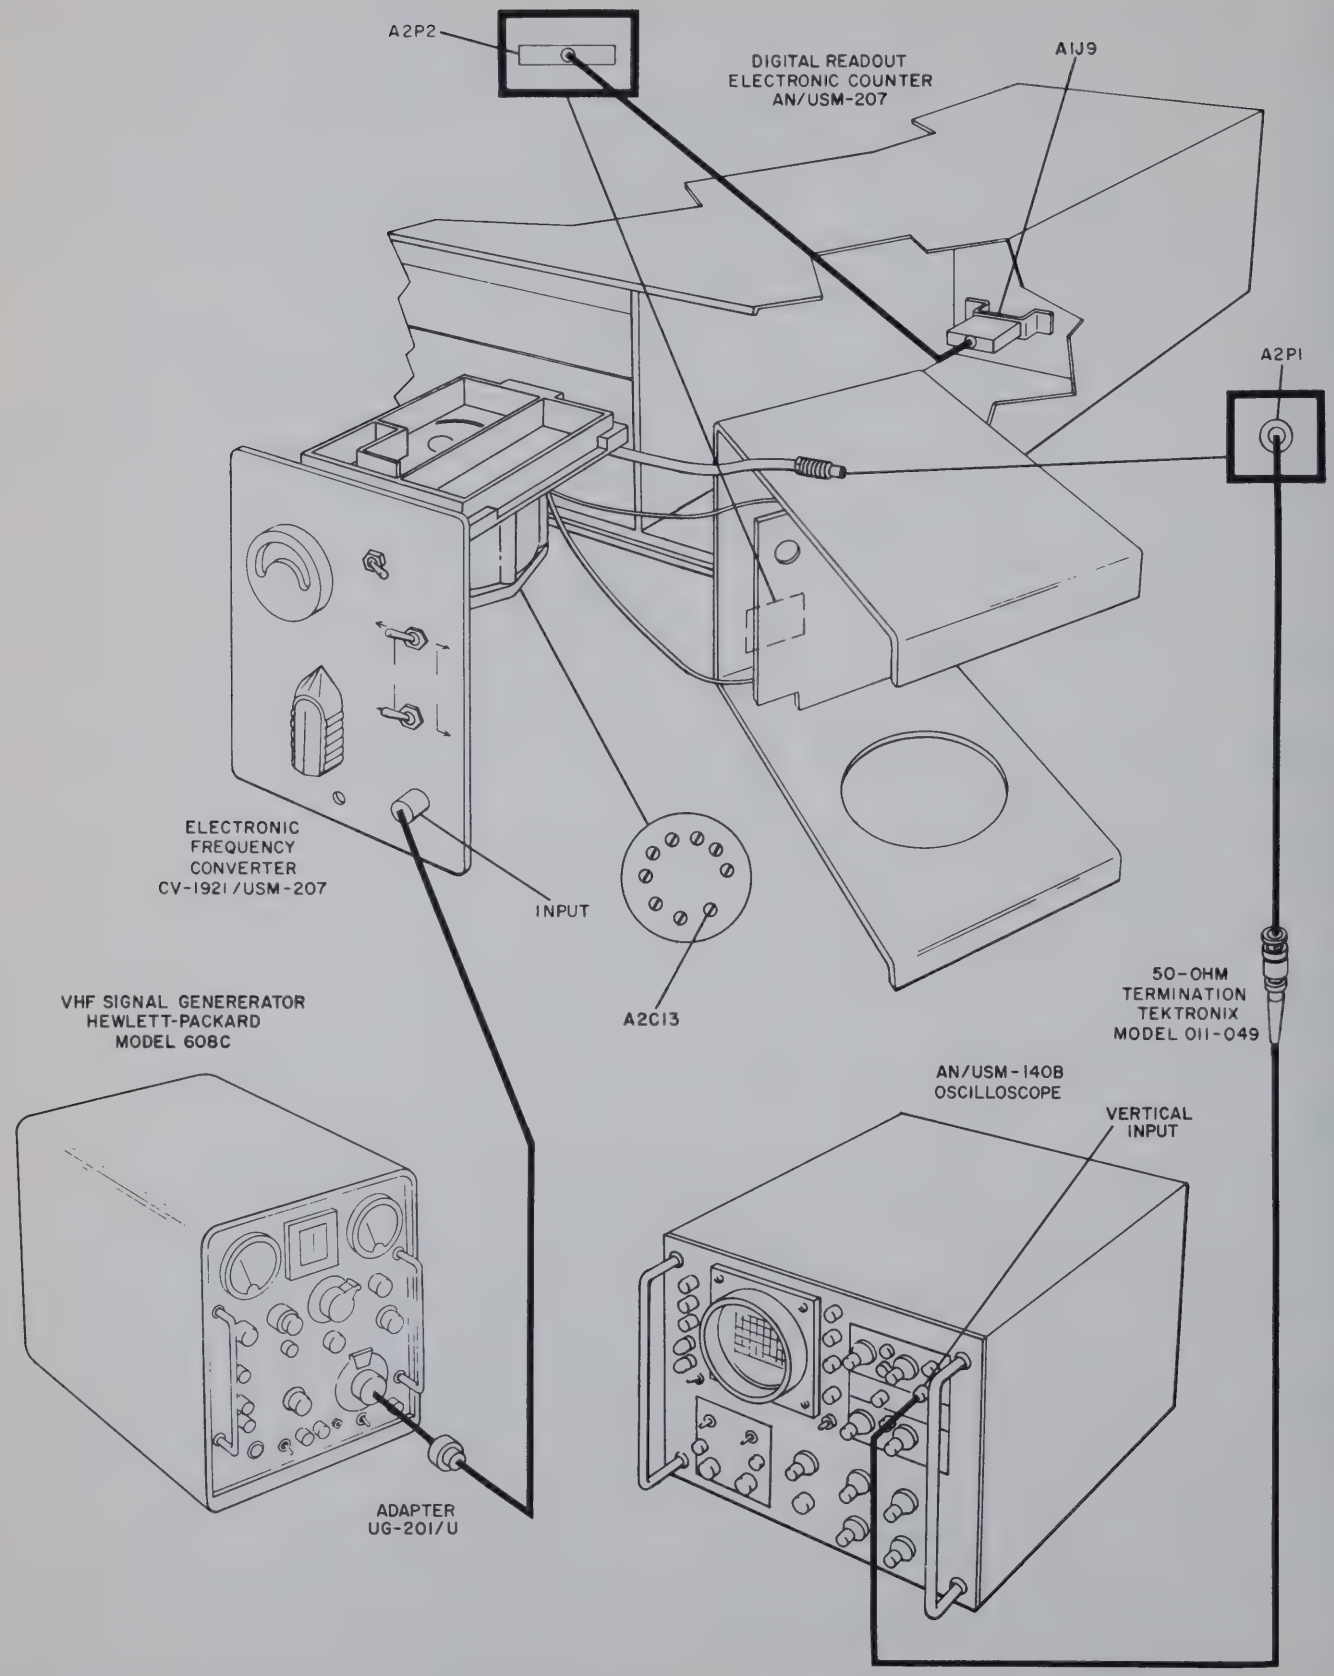

Figure 5-23. Selecting Capacitor A2C14, Test Setup
(1) If a defective A2C14 is being replaced, proceed to step (2). If capacitor A2C15 was replaced. proceed to step (5).
(2) Disassemble the cavity casting as described in paragraph 5-5t.
(3) Choose a capacitor with a 22-pf value, and connect it temporarily to the terminals normally occupied by A2C14.
(4) Replace the cavity cover on the cavity casting and secure it temporarily with three screws.
(5) Connect test setup as shown in figure 5-23.